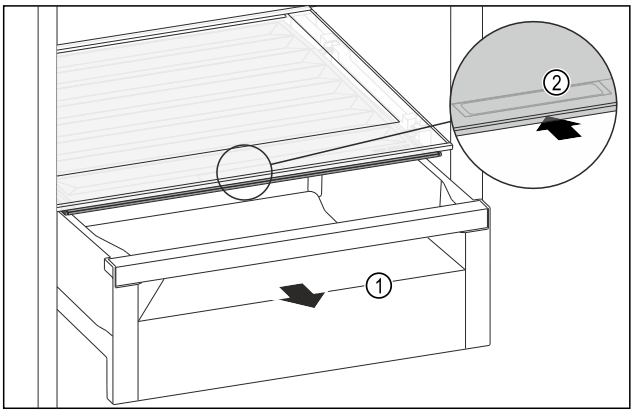

Fig. 156
▶ Extrageți sertarul *Fig. 156 (1)*.
▶ Prindeți mânerul încastrat *Fig. 156 (2)* de la capacul compartimentului și glisați concomitent capacul compartimentului spre partea posterioară.